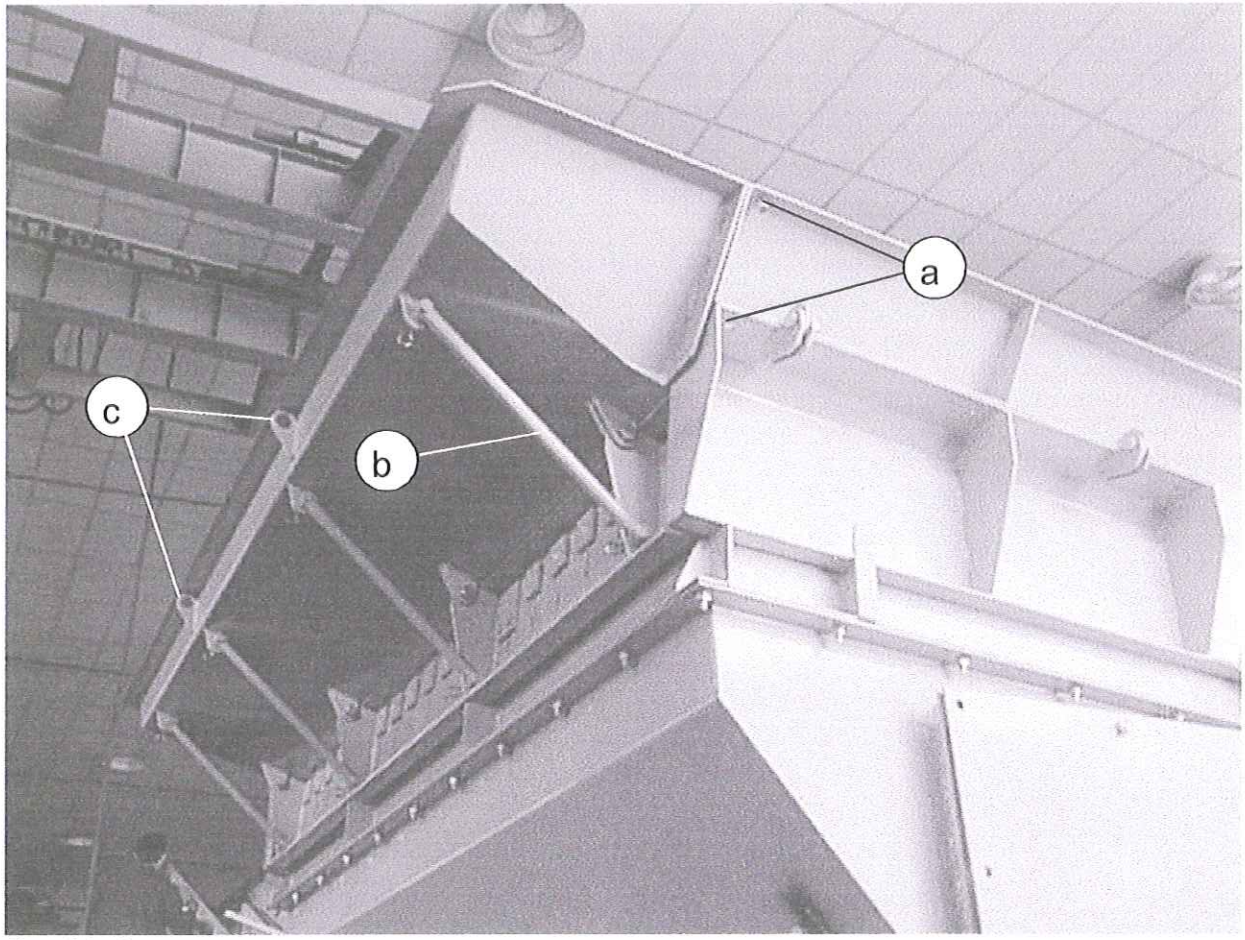

fig. 4.2.6
a) togliere le viti indicate dal particolare (a) di fig. 4.2.6 su entrambi i lati della tramoggia e ribaltare le rispettive spondine;
b) con l'ausilio di un mezzo di sollevamento agganciare (nei punti indicati dal particolare (c) di fig. 4.2.6) e sorreggere la sponda del lato di carico della tramoggia, togliere i puntoni che la sostengono (particolare (b) di fig. 4.2.6) e ribaltare la sponda.